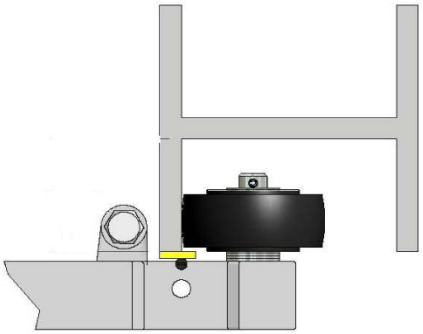

Abbildung 6
3.1. Setzen Sie ein 150 mm bis 250 mm großes Passstück (Holz, Ziegel etc.)in die Basis der Schienenbahn ein. Setzen Sie dann die Laufrollen in die Schienenbahn, so dass das Rad jeweils hinter der Führungsleiste liegt, siehe Abbildung 6. Achten Sie darauf, dass die unteren Laufrollen (G1 und G2) so in die Unterseite eingesetzt werden, dass der Augbolzen nach unten gerichtet ist, und dass sich auf beiden Seiten die gleiche Anzahl an Zwischenlaufrollen (F1) befindet. Insgesamt sollten zwei Laufrollen für jedes Gewebeband vorhanden sein, ohne die obere Laufrolle (die an den Kopfplatten befestigt ist).